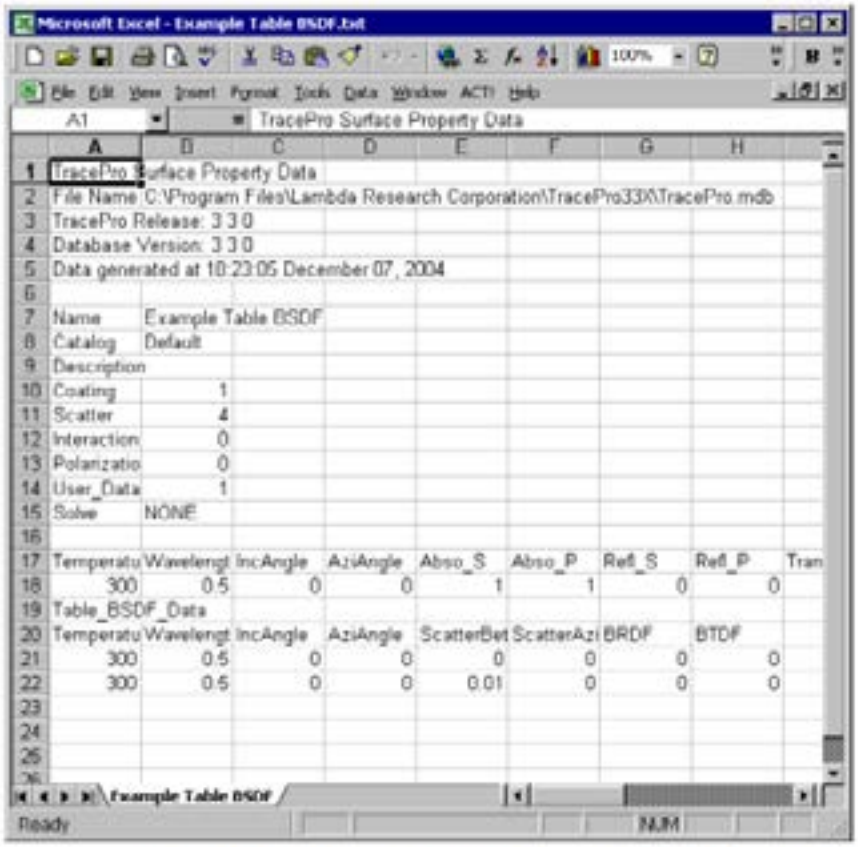

FIGURE 3.19 - Table type surface property with Table BSDF model after importing into Excel.
4. スプレッドシートプログラムへのファイルのインポート : Excel などのスプレッドシートプログラムにファイルをインポートします。(図 3.19 は、Excel にインポートされたサンプルプロパティを示しています。プロパティの右側にはさらに列がありますが、この例では表示する必要はありません。)